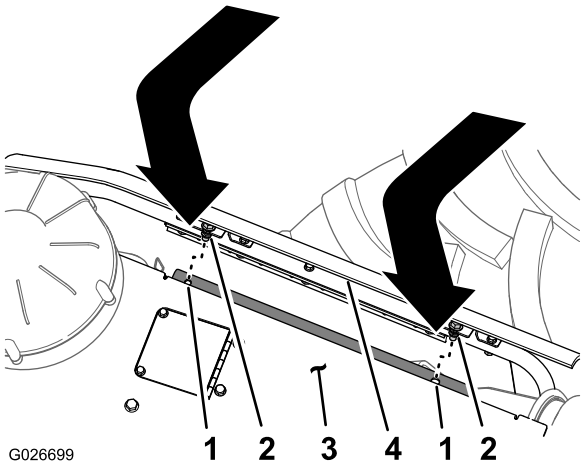

Figura 61
2. Alinee el perno de montaje de la parte superior del panel lateral con el taladro de la pestaña de sujeción del panel del capó (Figura 61).